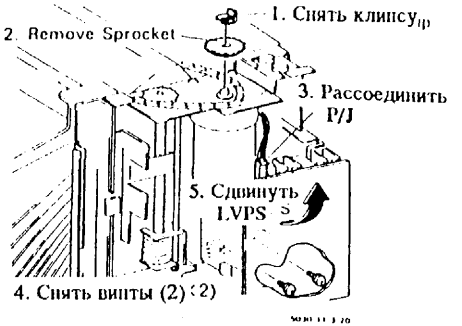
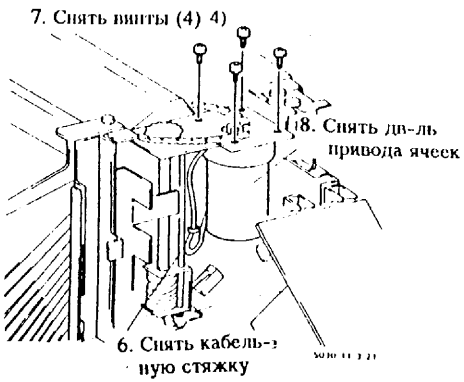

Рис. 8. Снятие двигателя привода ячеек
Рис. 9. Снятие двигателя привода ячеек
8. (Рис. 8), (Рис. 9): Снять двигатель привода ячеек.